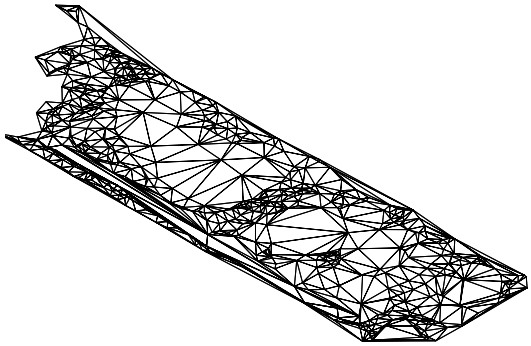

Figure 3-70 *The **EG** surface after pasting the **E Street** surface*
4. Select **E Street** from the dialog box and choose the **OK** button; the dialog box is closed and the **E Street** surface is pasted on the **EG** surface. Civil 3D has now recalculated triangulation and has built the **EG** surface taking breaklines into account. Notice the change of the **EG** surface in the region of added breaklines, refer to Figure 3-70.